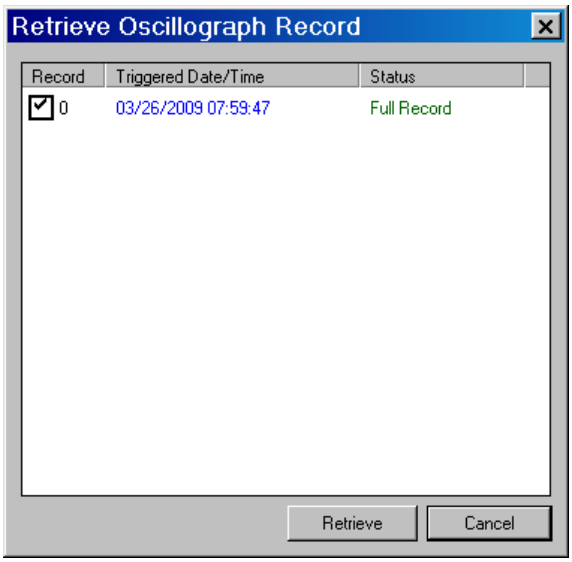

Figure 2-6 Retrieve Oscillograph Record Dialog Screen
2. Select **Setup/Oscillograph/Retrieve** from the TapTalk toolbar. TapTalk will display a "Retrieve Oscillograph Record" dialog screen (Figure 2-6).